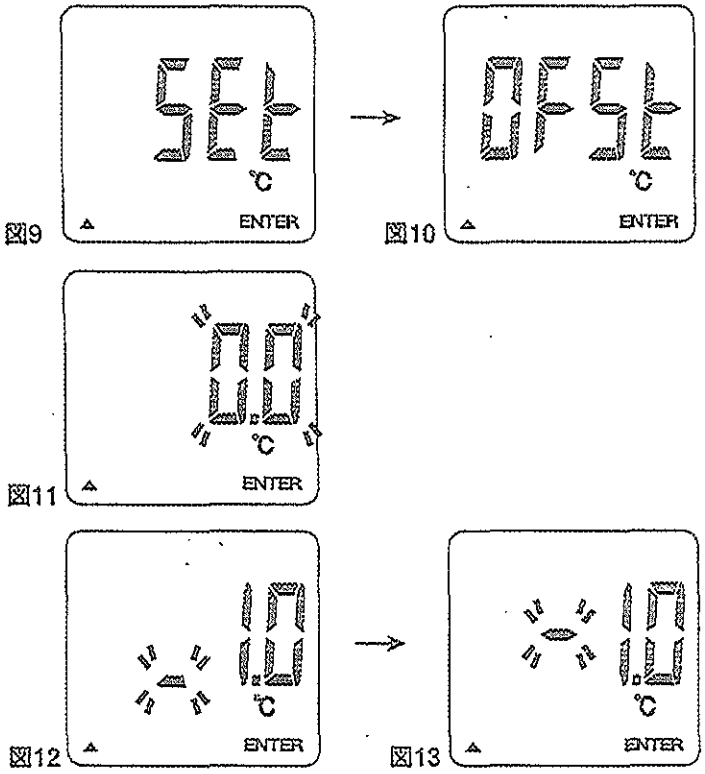

図9 図10 図11 図12 図13
先ずはじめにオートパワーオフ機能のON/OFFの切り替えを行います。"On"または"OFF"が点滅している時に、"▲"ボタン③を押すと設定の切り替えが出来ます。"On"または"OFF"を選択して"MODE"ボタン④を押してください。画面が図9～図11に切り替わり0.1の桁の値が点滅します。次にゼロ点補正の設定を行います。−9.0～+9.0℃までの間で調整が可能です。"▲"ボタン③を押すごとに数値が変わりますので、0.1の桁を設定したい値に合わせます。"MODE"ボタン④を押すと1の桁が点滅を開始しますので、"▲"ボタン③で設定したい値に合わせ"MODE"ボタン④を押してください。図12の画面が表示され1の桁の左に"−"が点滅します。"▲"ボタン③を押すと"−"の縦位置が変更します。図12の位置になっているとプラス補正設定となり、図13の位置になるとマイナス補正設定になります。温度が実際の温度より高く表示される場合はマイナス補正を逆の場合はプラス補正をします。再度"MODE"ボタン④を押すと測定モードに戻ります。(但し"0.0"で設定した場合は図12は表示されず測定モードに戻ります。)